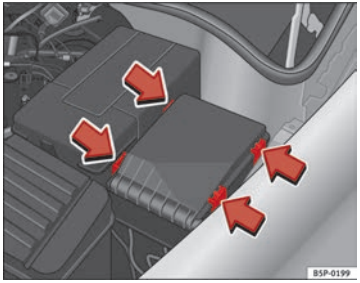

Fig. 185 Fuse box cover in engine compartment
– Prise off the fuse cover in the engine compartment by pressing the tabs towards the centre of the cover ⇒ fig. 185.